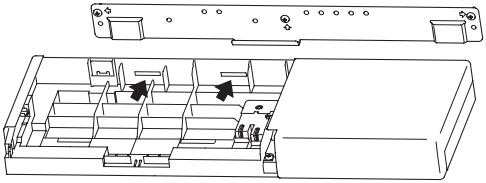

Fig. 12
10) Attachez les 2 crochets situés à l'arrière du Plasma Quad Connect ① au gabarit d'installation ②. (Fig. 12)
11) Fixer l'unité Plasma Quad Connect ① au mur à l'aide de 2 vis ③. (Fig. 12)